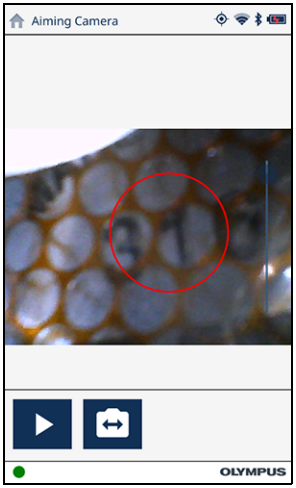

Рис. 4-36 Прицельная камера в режиме реального времени
4. Перейдите в окно **В реал. врем.**, затем проведите пальцем влево для отображения экрана **Камера для образц.** (см. Рис. 4-36 на стр. 148).